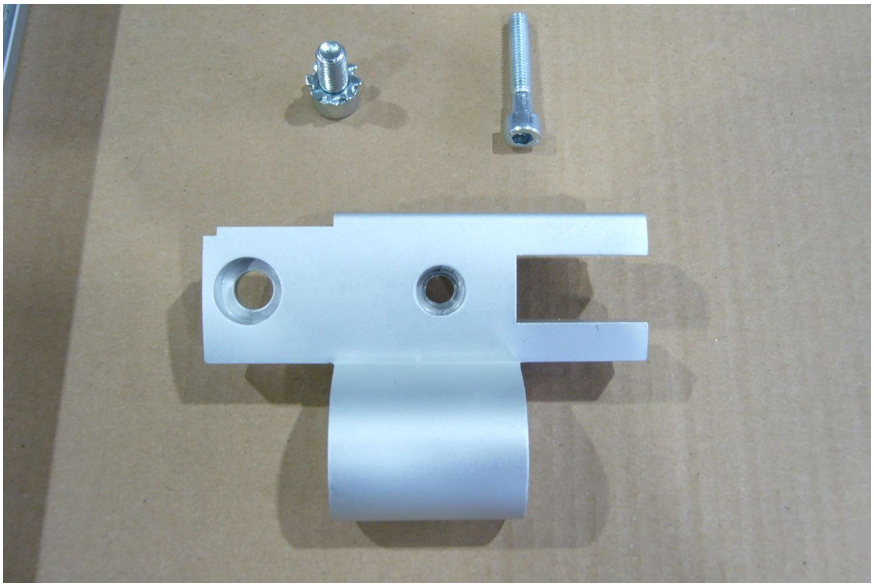

Abbildung 5
- Auf Abbildung 5 ist die zweite Gelenkhälfte mit der entsprechenden Bearbeitung zu sehen. Die Zylinderkopfschrauben DIN 912 haben unterschiedliche Größen. Die „untere“ M6 x 35, die „obere“ M8 x 16, mit Zahnscheibe.